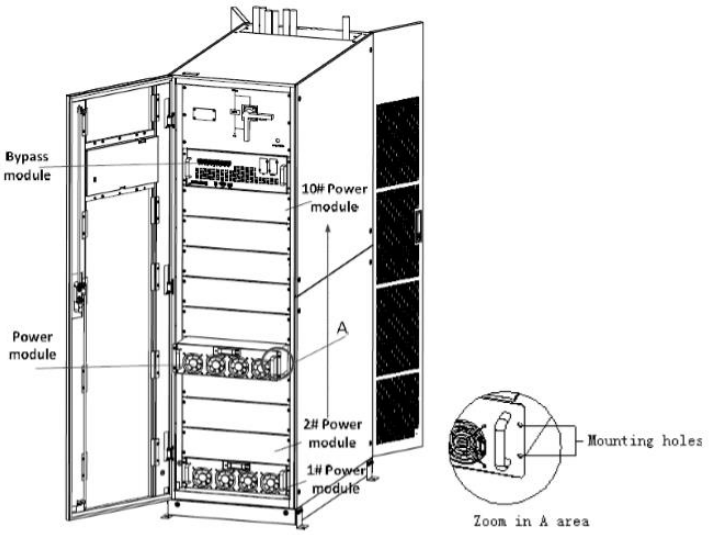

Figure 2-12 Installing power modules
4) Fix the module to the cabinet through the mounting holes on two sides of the front plate of the module, as is shown in Figure 2-12.